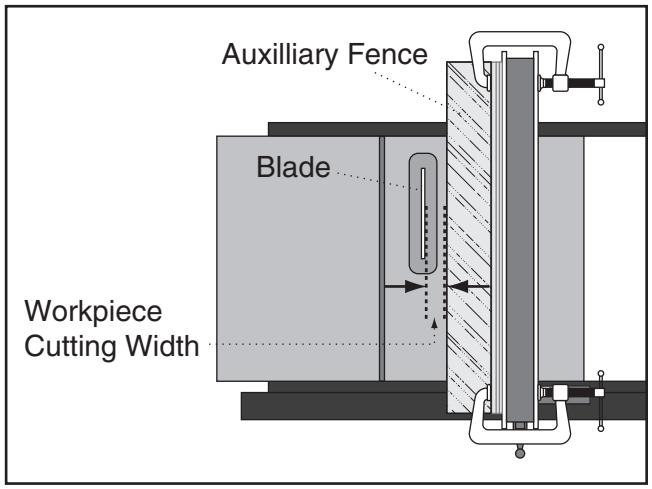

Figure 94. Adjusting ripping distance between blade and auxiliary fence.
1. Place auxiliary fence on table and clamp it to fence at both ends, then adjust distance between auxiliary fence and blade—this determines how wide workpiece will be ripped (see **Figure 94**).